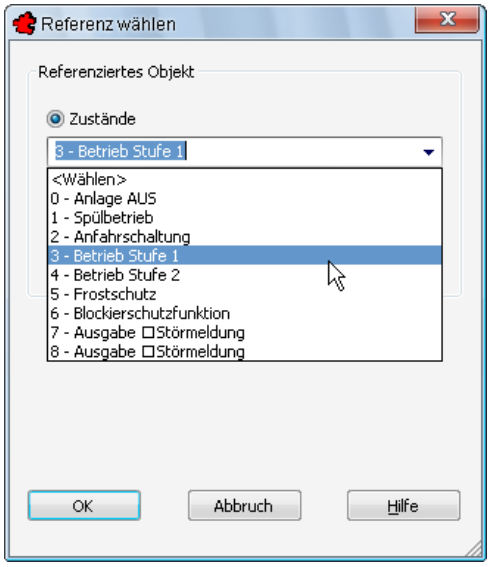

Bild 25.22 – Rücksprungpunkte lassen sich auch für Zustände definieren, die nicht eingezeichnet sind.
- Sobald Sie den Rücksprung-Marker, hier unterhalb und links des Zustandes *Anfahrschaltung*, platziert haben, drücken Sie die **Eingabetaste**, sodass die Dialogbox *Referenz wählen* erscheint (Abb. 25.22).